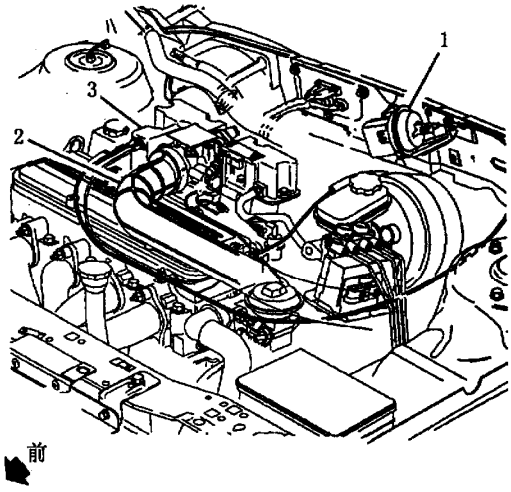

图7－25 巡航控制拉索布置—2.2L（VIN 4）
(1) 拆卸（见图7－31和图7－32)：
①拆卸左侧隔声板。
②拔开线束插接器或真空软管。
③将开关向后拉，以便将其从支架上的锁夹中拆下。